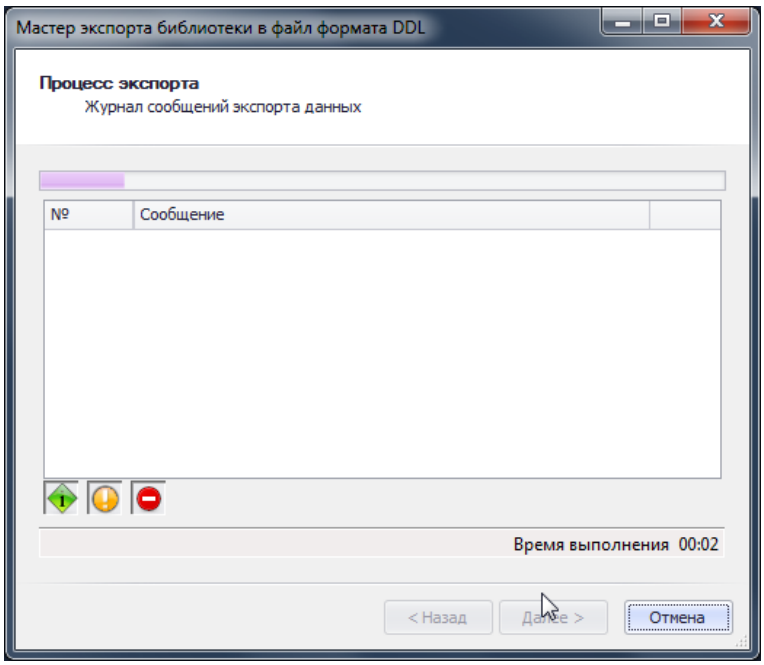

Рис. 115. Процесс экспорта
3. В следующем окне мастера отображается процесс экспорта, см. Рис. 115.